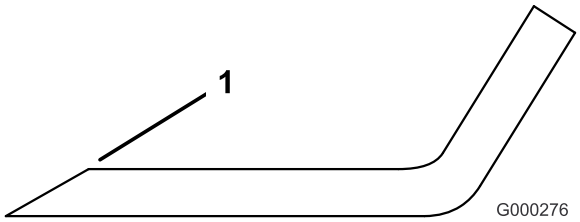

Figuur 73
1. Gebruik een vijl om de snijranden aan beide uiteinden van het mes te slijpen (Figuur 73). Houd daarbij de oorspronkelijke hoek in stand. Het mes blijft in balans als u van beide snijranden dezelfde hoeveelheid materiaal verwijdert.